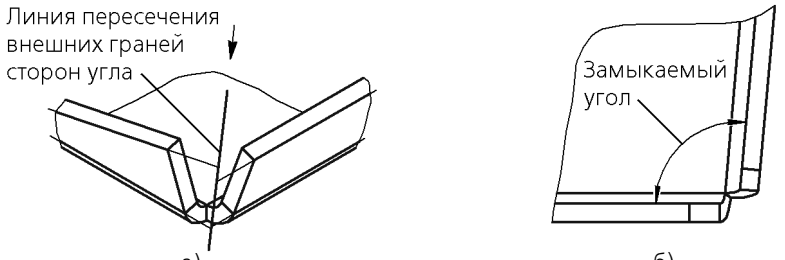

Рис. 108.32. Измерение зазора: а) определение положения плоскости измерения, б) проекция детали на плоскость измерения (вид по стрелке); замыкаемый угол
**Зазор** — расстояние, на котором будут расположены друг от друга стороны замыкаемого угла. Зазор измеряется в проекции листового тела на плоскость, перпендикулярную сторонам угла. Такой плоскостью может служить любая плоскость, перпендикулярная линии пересечения внешних или внутренних граней сторон угла (рис. 108.32, а). В этой же плоскости измеряется **замыкаемый угол** (рис. 108.32, б).